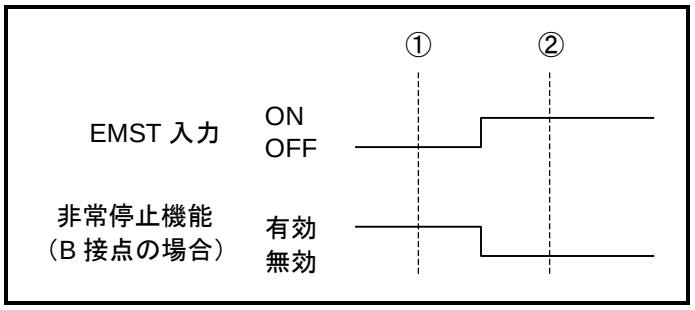

図 A-3：EMST 入力の ON／OFF と接点極性
◊ たとえば，EMST **入力**：**非常停止** は工場出荷時に B 接点となっています．「図 A-3：EMST 入力の ON／OFF と接点極性」の①の状態では，入力信号は OFF ですが，非常停止機能は有効となります.
②の状態では，入力信号は ON ですが，非常停止機能は無効となります.
◊ 「図 A-3：EMST 入力の ON／OFF と接点極性」の①・②の時点において，モニタ IO0，IO1 の読み出し結果を比較すると「表 A-2：EMST 入力が B 接点の場合のモニタ IO0・IO1 の表示」のようになります.